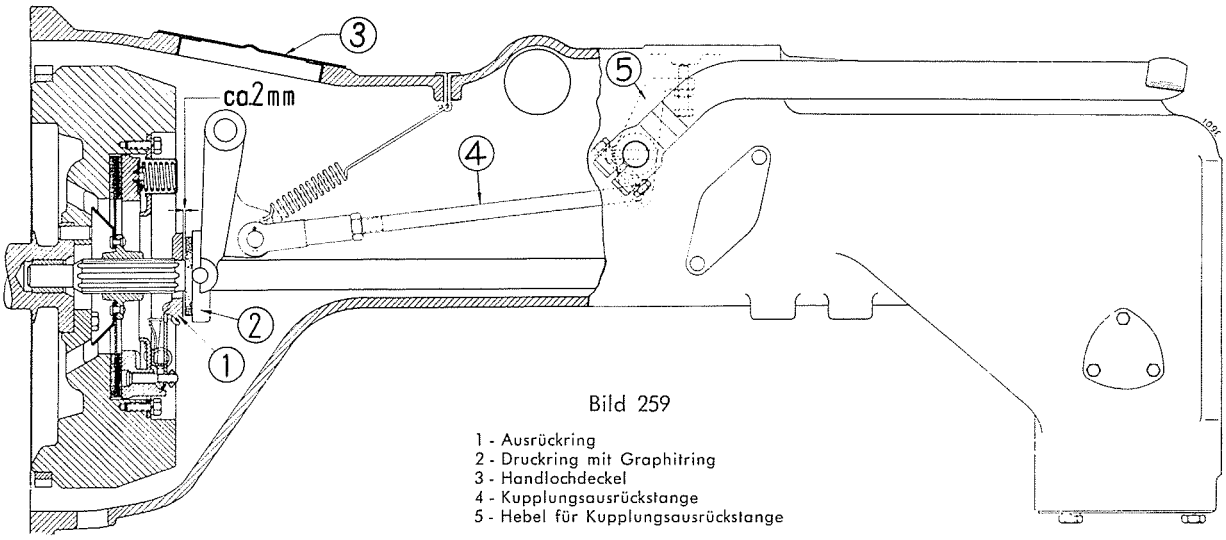
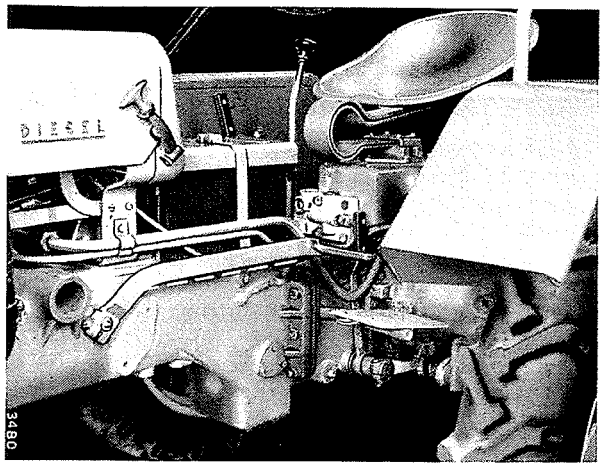

Bild 259
Bild 260
Die Stellschraube des Anschlags (5), Bild 259, so einstellen, daß das Kupplungspedal in Ruhestellung waagerecht zur Unterkante der Batterie steht, Bild 260.
Bei richtiger Einstellung muß das Kupplungspedal einen toten Gang von ca. 45 mm haben, ehe der Ausrückvorgang beginnt. Mit fortschreitendem Verschleiß der Kupplungsbeläge wandert der Ausrückring des Kupplungsautomaten (1), Bild 259, auf der Kupplungswelle nach hinten und der tote Gang am Kupplungspedal verringert sich.
Dabei muß sich zwischen Ausrückring und Druckring ein Abstand von ca. 2 mm ergeben, siehe Bild 259. Den Abstand mit der Fühlerlehre nachmessen. Nach erfolgter Einstellung Gegenmutter anziehen, Kopfstift versplinten und Handlochdeckel (3) einsetzen.